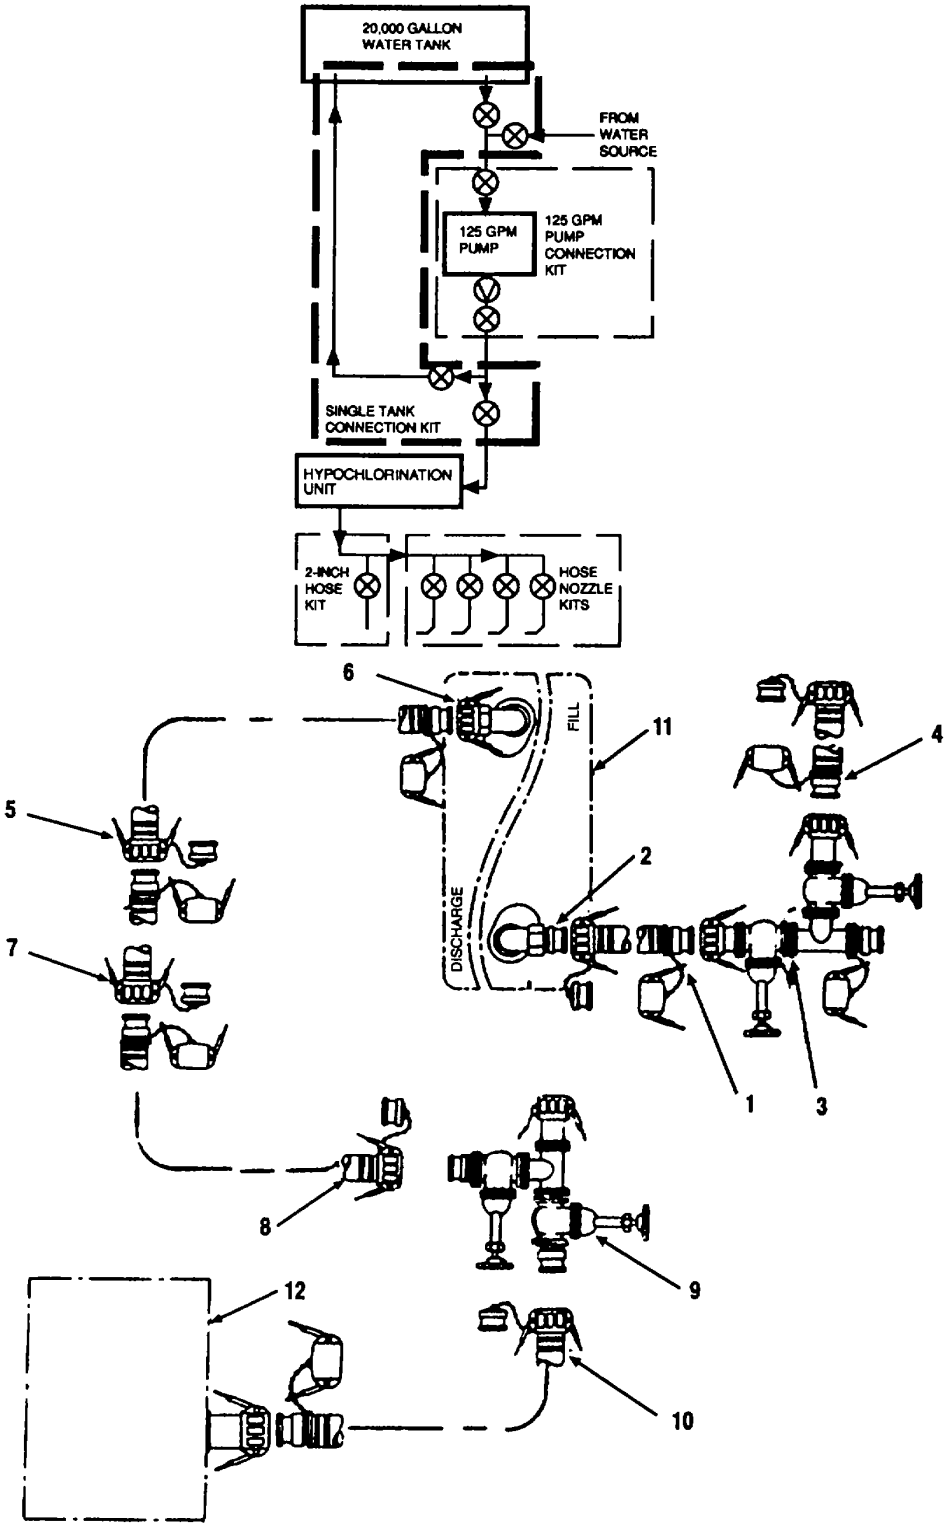

Figure 2-5. Single Tank Connection Kit Assembly
(1) Place water tank in position at installation site.
(2) Assemble and prepare water tank for use in accordance with the applicable TM.
e. Assemble Single Tank Connection Kit. (Refer to Figure 2-5)